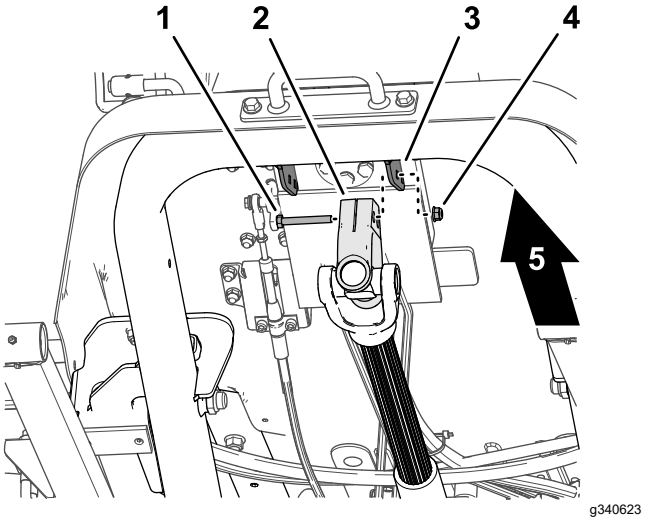

**Figura 15**
1. Sostenendo l'albero di trasmissione, rimuovete il bullone senza dado e il dado di bloccaggio che fissano la forcella dell'albero di trasmissione alla staffa per il montaggio della valvola del volante (Figura 15), e abbassate con cautela l'albero di trasmissione.